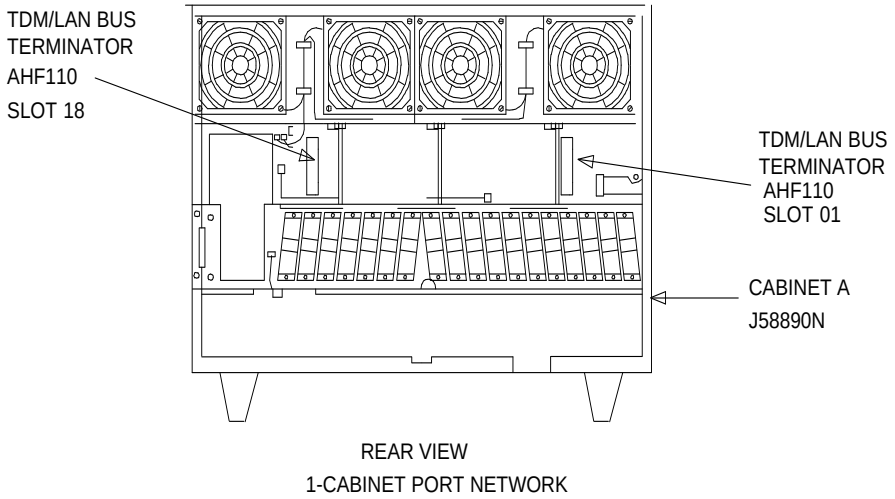

Figure 5-8. Locations of TDM/LAN Bus Terminators for Single-Cabinet EPN
1. If the G1 or G3i PPN being upgraded to a G3r V4 EPN has only one cabinet, verify that the two AHF110 TDM/LAN bus terminators are located per Figure 5-8.